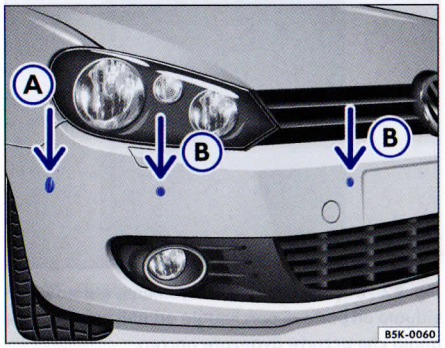

Fig. 35 Lato destro del paraurti anteriore: i sensori dell'assistente di parcheggio (A) e del sistema di controllo per il parcheggio (B)
- **I sensori ⇒ pag. 40, fig. 35 hanno delle zone morte, all'interno delle quali la presenza eventuale di persone o oggetti non viene rilevata.**
- Se si lava il veicolo con una idropulitrice ad alta pressione o con getti di vapore, evitare di indirizzare troppo a lungo il getto direttamente verso i sensori del sistema di controllo per il parcheggio. Inoltre la distanza dai sensori non deve essere mai inferiore a 10 cm ⇒ pag. 40, fig. 35.
- Un presupposto essenziale per il corretto funzionamento dell'assistente di parcheggio e del sistema di controllo è che i sensori integrati nei paraurti, sia in quello anteriore che in quello posteriore, siano puliti e sgombri dal ghiaccio e dalla neve ⇒ pag. 40, fig. 35.